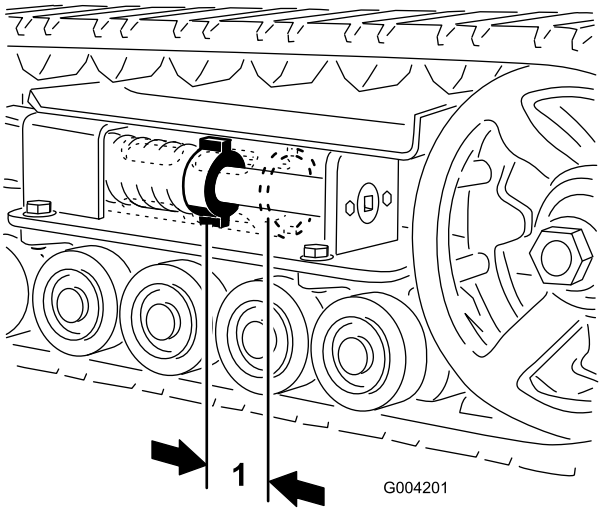
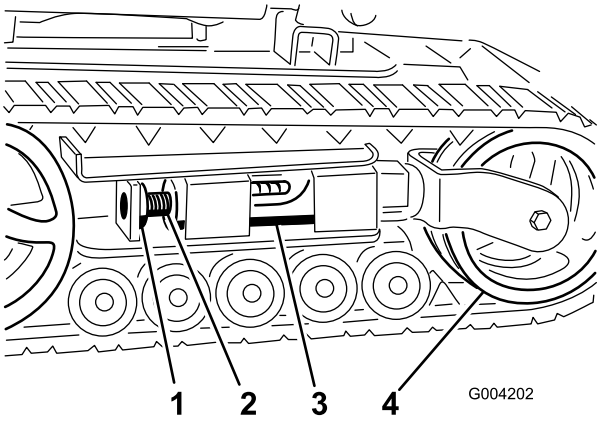
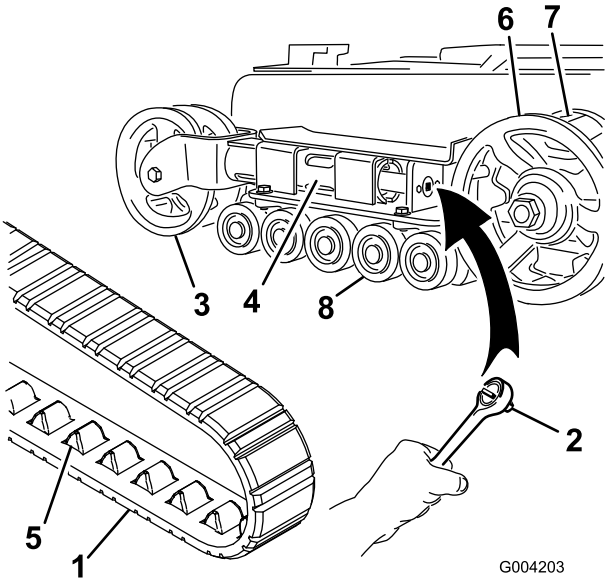
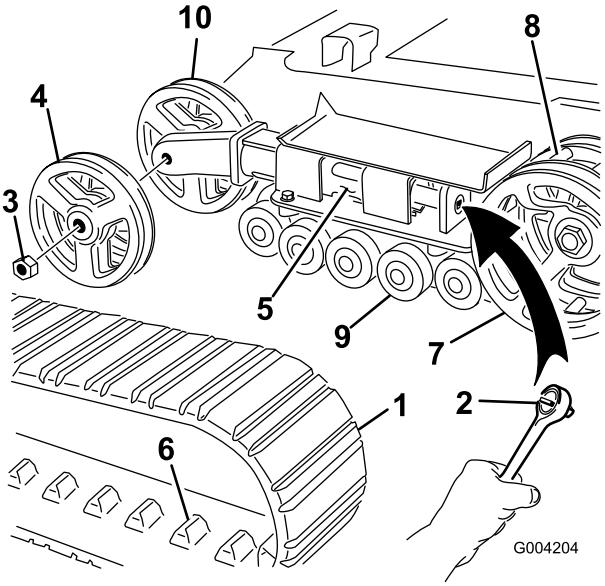

Figuur 40
Figuur 41
Figuur 42
Figuur 43
Er moet 7 cm ruimte zijn tussen de spanmoer en de achterzijde van de spanbuis (Figuur 40). Als dit niet het geval is, stal dan de spanning van de rupsbanden aan met behulp van de volgende procedure:
3. Verwijder de borgbout en de moer (Figuur 41).
4. Gebruik een dopsleutel van 1/2 inch (Figuur 42) en draai de spanschroef linksom tot de afstand tussen de spanmoer en de achterzijde van de spanbuis (Figuur 40) 7 cm is.
5. Lijn de dichtstbijzijnde inkeping in de spanschroef uit met de opening van de borgbout en bevestig de schroef met de borgbout en moer (Figuur 41).
4. Gebruik een dopsleutel van 1/2 inch en verminder de spanning door de spanschroef rechtsom te draaien (Figuur 41 en Figuur 42).
5. Duw het spanwiel in de richting van de achterzijde van de eenheid zodat de spanbuis het frame raakt (Figuur 42). (Als de buis het frame niet raakt, blijf dan aan de spanschroef draaien totdat dit wel zo is).
7. Als de rupsband van het spanningswiel af is, verwijder de band dan van de kettingwielaandrijving en de wegwielen (Figuur 42).
8. Begin bij de kettingwielaandrijving en plaats de nieuwe rupsband rond de aandrijving. Controleer of de aansluitpunten tussen de tandwielen op de aandrijving passen (Figuur 42).
9. Duw de rupsband onder en tussen de wegwielen (Figuur 42).
11. Draai de spanschroef linksom tot de afstand tussen de spanmoer en de achterzijde van de spanbuis (Figuur 40) 7 cm is.
4. Gebruik een dopsleutel van 1/2 inch en verminder de spanning door de spanschroef rechtsom te draaien (Figuur 41 en Figuur 43).
5. Duw het spanwiel in de richting van de achterzijde van de eenheid zodat de spanbuis het frame raakt (Figuur 43). (Als de buis het frame niet raakt, blijf dan aan de spanschroef draaien totdat dit wel zo is).
6. Verwijder de moer waarmee het buitenste spanwiel is bevestigd en verwijder het wiel (Figuur 43).
7. Verwijder de rupsband (Figuur 43).
8. Verwijder de moer waarmee het binnenste spanwiel is bevestigd en verwijder het wiel (Figuur 43).
12. Monteer het binnenste spanwiel en zet het vast met de moer die u eerder hebt verwijderd (Figuur 43).
14. Plaats de nieuwe rupsband en zorg ervoor dat de aansluitpunten van de rupsband goed tussen de tandwielen in het midden van de kettingwielaandrijving passen (Figuur 43).
15. Monteer het buitenste spanwiel en zet het vast met de moer die u eerder hebt verwijderd (Figuur 43).
17. Draai de spanschroef linksom tot de afstand tussen de spanmoer en de achterzijde van de spanbuis (Figuur 40) 7 cm is.